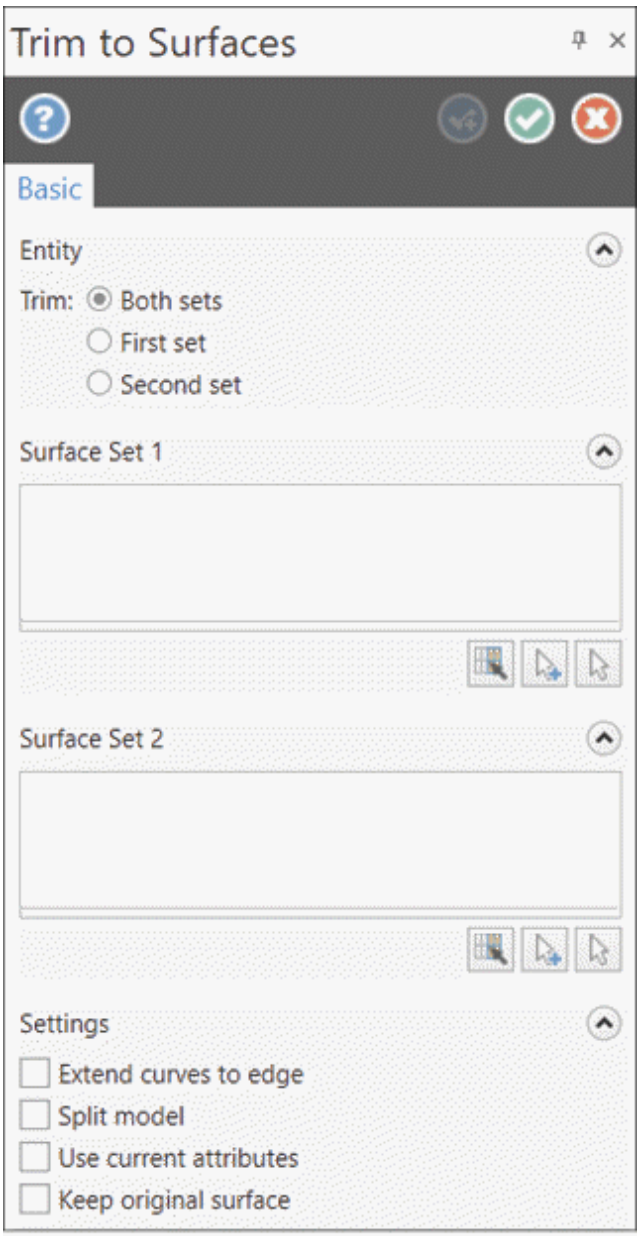

Figure-42. Trim to Surfaces Manager
- Click on the **Trim to Surfaces** tool from the **Trim to Curves** drop-down in the **Modify** group of **Surfaces** tab in the **Ribbon**. The **Trim to Surfaces Manager** will be displayed; refer to Figure-42 and you will be asked to select surfaces for the first set of intersecting surfaces.